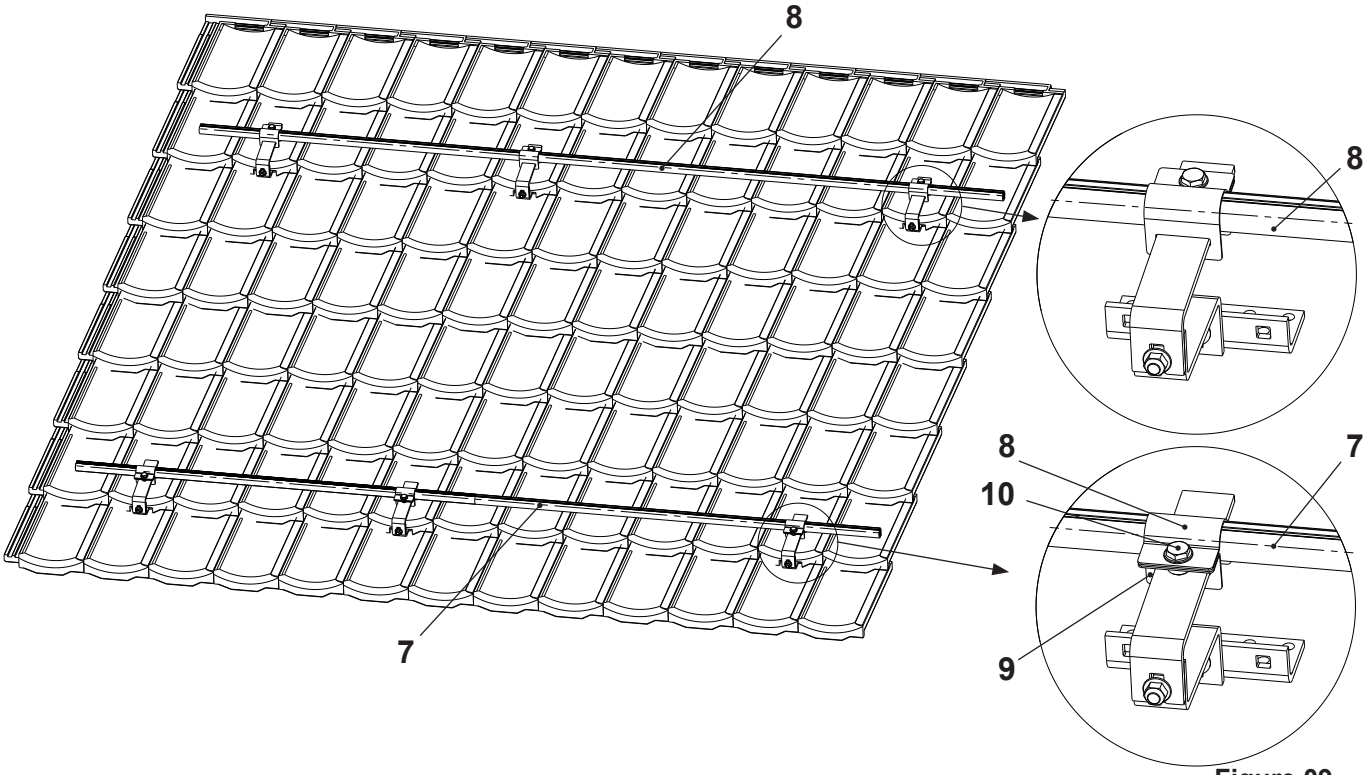

**Figure 09**
5. Guide the **lower** holder tube section (7, Figure 09) into the pipe clips (8, 9).
8. Tighten the hex screw (10) of the pipe clip.
9. Install the **upper** holder tube section (Figure 09) as described in steps 5, 6, 7.